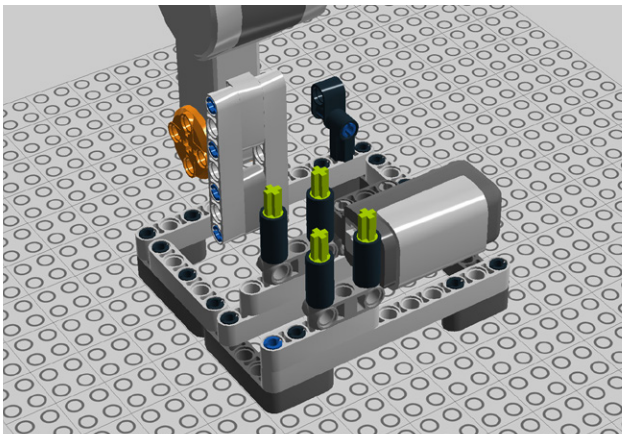

Figure 9-103. *Step 98: Inserting cross connectors*
98. Insert four cross connectors into the tubes (Figure 9-103).